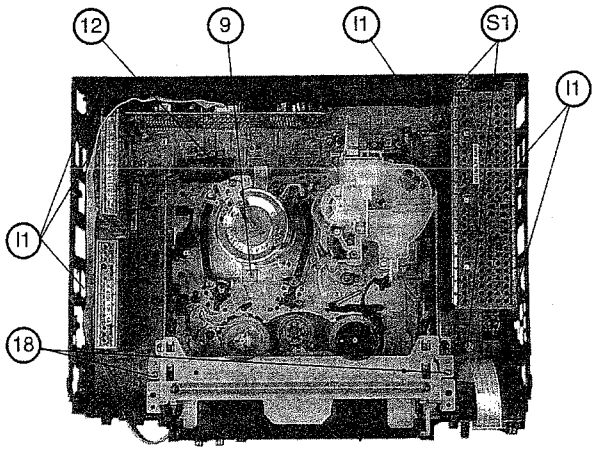

*fig. 3*
### 1) ABNEHMEN DES GEHÄUSES *(Abb. 3)*
### 2) AUSBAUEN DES LAUFWERKS *(Abb. 3, 4)*
### 3) AUSBAUEN UND WIEDEREINBAUEN DER KASSETTENHALTERUNG *(Abb. 3 bis 5b)*
**AUSBAUEN:** *(Abb. 3 und 4)*
### 1) REMOVAL OF THE CHASSIS *(fig. 3)*
### 2) REMOVAL OF THE MECHANISM *(fig. 3 and 4)*
### 3) REMOVAL AND REFITTING OF THE CASSETTE HOLDER *(fig. 3 to 5b)*
**REMOVAL:** *(fig. 3 and 4)*